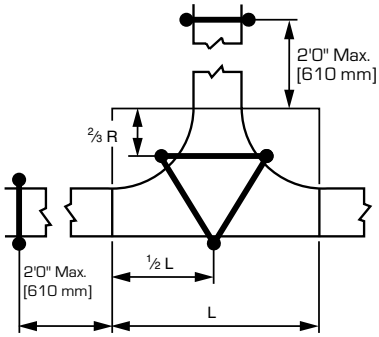

**Figure 6-2**
2. Horizontal Tee Supports (See Figure 6-2)-Within 2' (610mm) of each of the three openings connected to other cable tray items for the 12-inch (305mm) radius. On all other radii, at least one support should be placed under each side rail of the horizontal tee, preferably as shown in Figure 6-2.